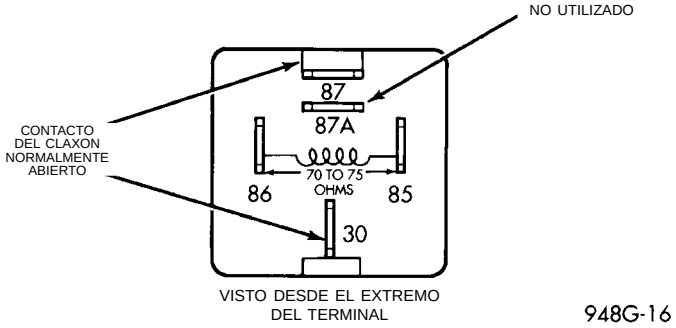

Fig. 4 Claxon y conector
(5) Verifique si la resistencia del relé está entre 70 y 75 ohmios del terminal 85 al 86 (Fig. 4). Si la resistencia no está conforme, reemplace el relé.